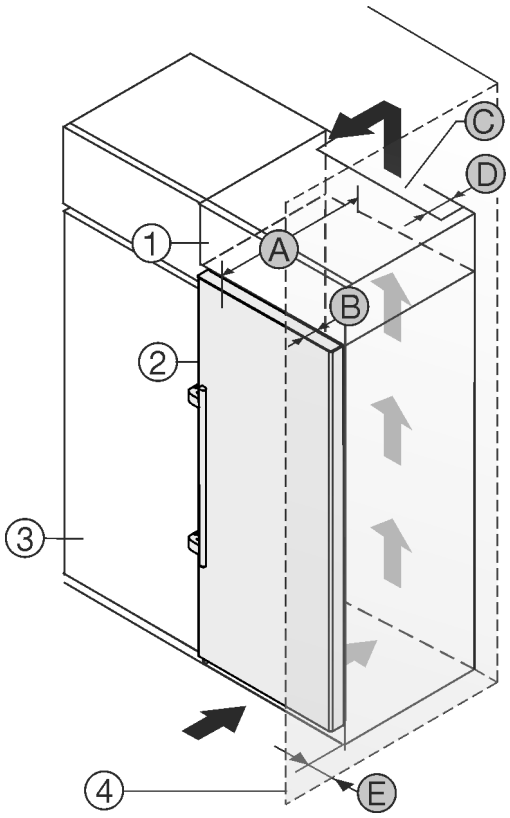

Fig. 24
El aparato se puede rodear de armarios de cocina. Para adaptar el aparato *Fig. 24 (2)* a la altura de la cocina, se puede instalar un armario *Fig. 24 (1)* correspondiente sobre el aparato.
El aparato puede colocarse directamente junto al armario de cocina *Fig. 24 (3)*. Para poder abrir totalmente la puerta, el aparato debe sobresalir sobre la profundidad *Fig. 24 (B)* del frente del armario de cocina. El aparato puede sobresalir más en función de la profundidad de los armarios de cocina y del uso de los distanciadores de pared.
- En la parte trasera del armario superior debe haber una cámara de escape de aire con una profundidad *Fig. 24 (D)* por toda la anchura del armario.
- Bajo el techo de la habitación debe mantenerse la sección transversal de ventilación *Fig. 24 (C)*.
Si el aparato se instala con las bisagras junto a una pared *Fig. 24 (4)*, debe mantenerse la distancia *Fig. 24 (E)* entre el aparato y la pared. Esto equivale al saliente del tirador con la puerta abierta.